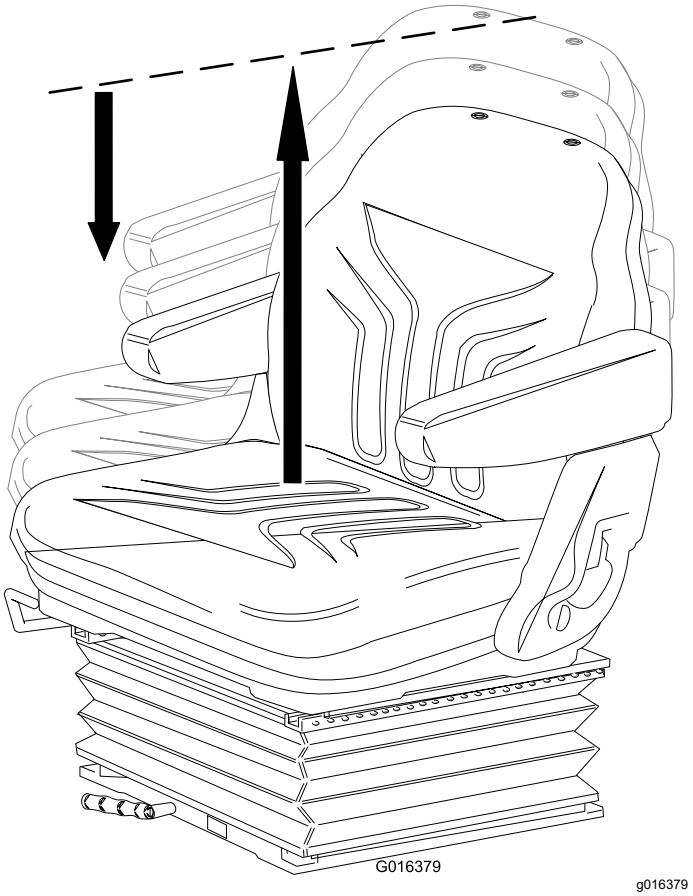

Figur 24
- Løft sædet manuelt for trinvis justering af højden (Figur 24).